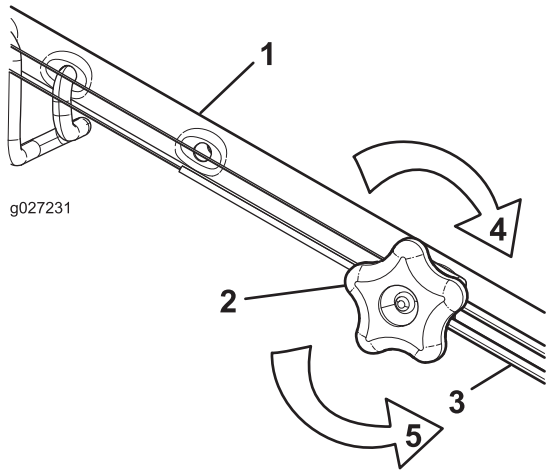

Figure 38
1. Tournez le bouton de réglage dans le sens antihoraire pour desserrer le réglage du câble (Figure 38).
2. Ajustez la tension du câble (Figure 38) en le tirant en arrière ou en le poussant en avant puis en le maintenant à cette position.